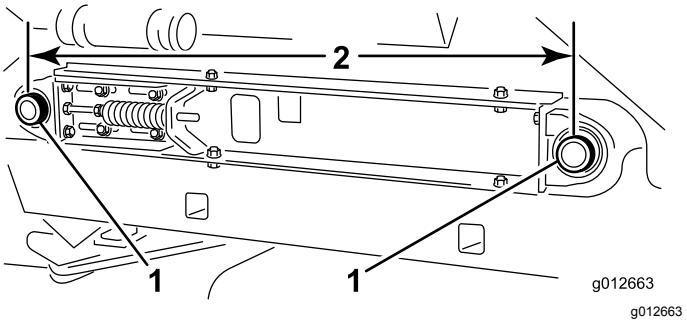

Figuur 21
7. Meet de afstand tussen de middelpunten van de rolassen van de band aan elke kant van de machine om te controleren of de afmetingen gelijk zijn (Figuur 21).